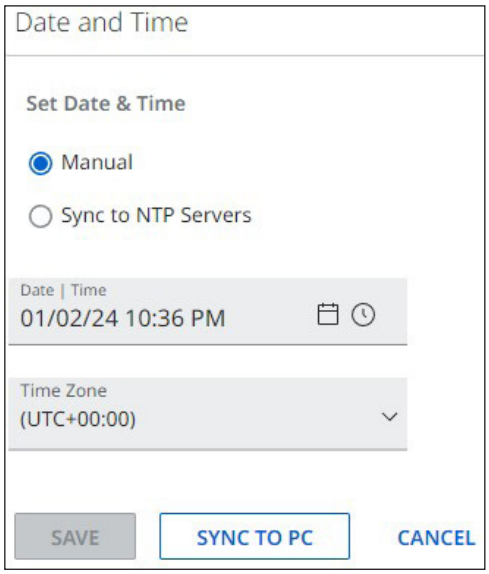

Figure 32. Manual Mode
1. Click **`EDIT`** in the `Date and Time` panel. The editable fields are displayed (see figure 32).